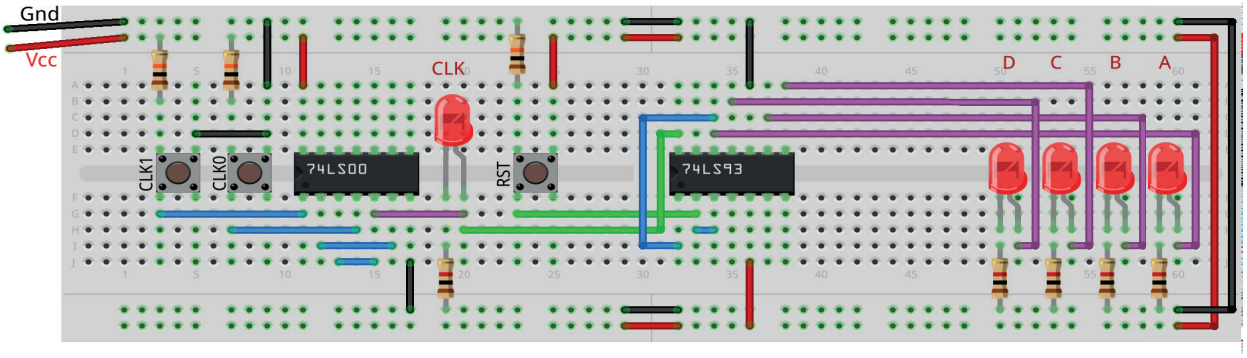

Figura 10.18 – Disposição dos componentes na placa de montagem.
1. Monte o circuito na placa de montagem, conforme figura 10.18.